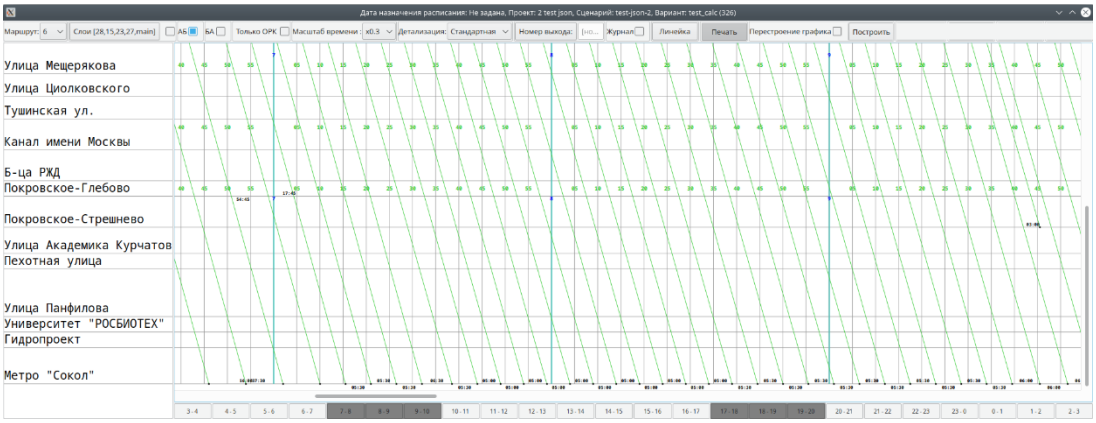

Рисунок 281 – Отображение направления выполнения рейса от первого остановочного пункта маршрута до последнего
– отображение только направления выполнения рейса от первого остановочного пункта маршрута до последнего (рисунок 281);